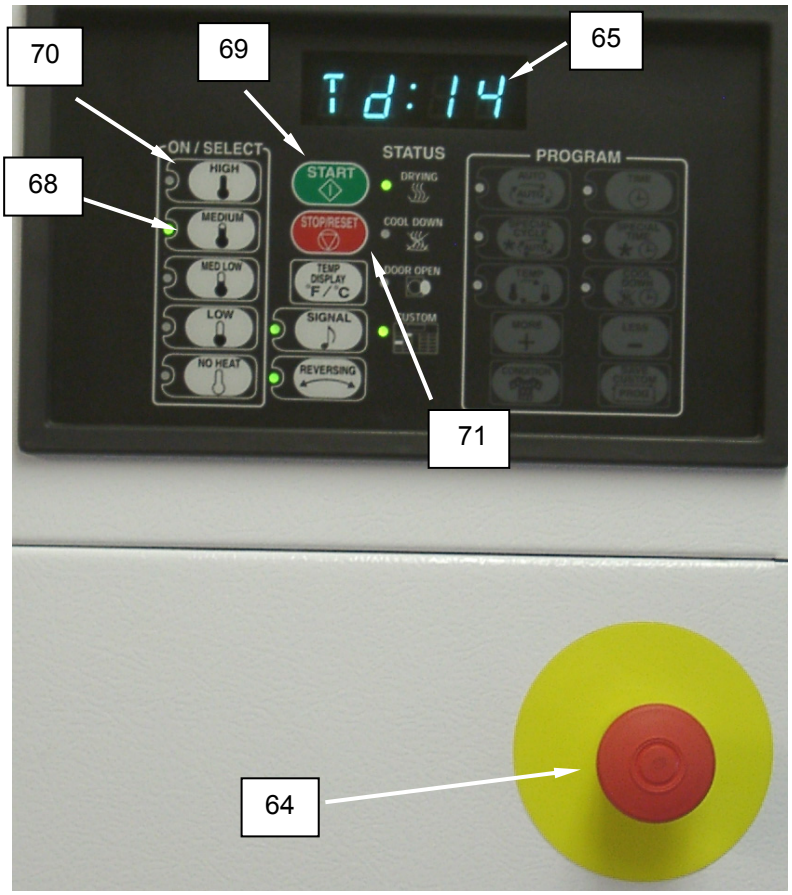

Figure 28. Operate the Dryer.
Pull the emergency stop **(Figure 28, Item 64)** out to allow the dryer to function. The dryer display **(Figure 28, Item 65)** will still be lit if the emergency stop is pushed in. If the dryer display is not lit, pull out on the emergency stop and select a drying temperature. This will cause the display to light.
1. To activate a preprogrammed drying cycle, open the dryer door **(Figure 28, Item 66)** and fill the dryer with no more than 50 lbs. of wet clothing (approximately 18 complete sets of BDU's). Ensure that the clothes do not prevent the door from closing. Use the door handle **(Figure 28, Item 67)** to close the dryer door securely, but do not slam. Do not press on the dryer door glass.
2. To dry BDU's, press the Medium key **(Figure 28, Item 68)** twice, then press the START key **(Figure 28, Item 69)**. The dryer will start, run for the pre-programmed amount of time, and stop automatically. The remaining drying time and cool down time will be shown in the display **(Figure 28, Item 65)**.
3. To dry Linens or Colored Linens, press the HIGH key **(Figure 28, Item 70)** twice, then press the START key **(Figure 28, Item 69)**. The remaining drying time will be shown in the display **(Figure 28, Item 65)**.
4. Do not open the dryer door **(Figure 28, Item 66)** when the dryer is running. To pause a drying cycle, use the STOP key **(Figure 28, Item 71)**. Press the START key **(Figure 28, Item 69)** to resume the cycle.
6. When the cycle is complete, an alarm will sound and LR will show in the display **(Figure 28, Item 65)**. Remove the clothes and place in a clean laundry basket for folding in the TEMPER work area.